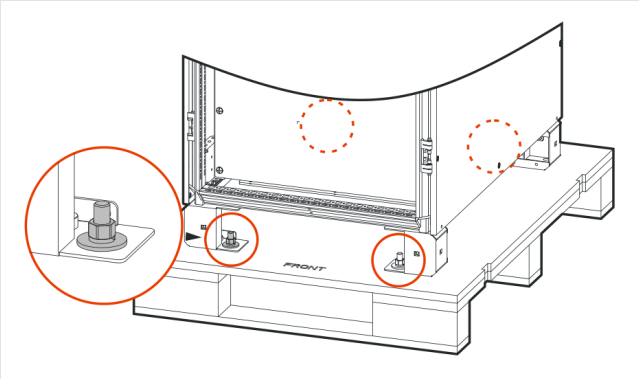

FIGURE 3-5 Bolts that fix the cabinet to the pallet (circled)
5. Unscrew the bolts that fix the cabinet to the pallet with a wrench (Figure 3-5).
4. Move the combiner onto the anchors (forklift arms from the side). Fit the spring and flat washers and tighten the nuts. It is fixed to its pallet with the same bolts as the cabinet (Figure 3-5).